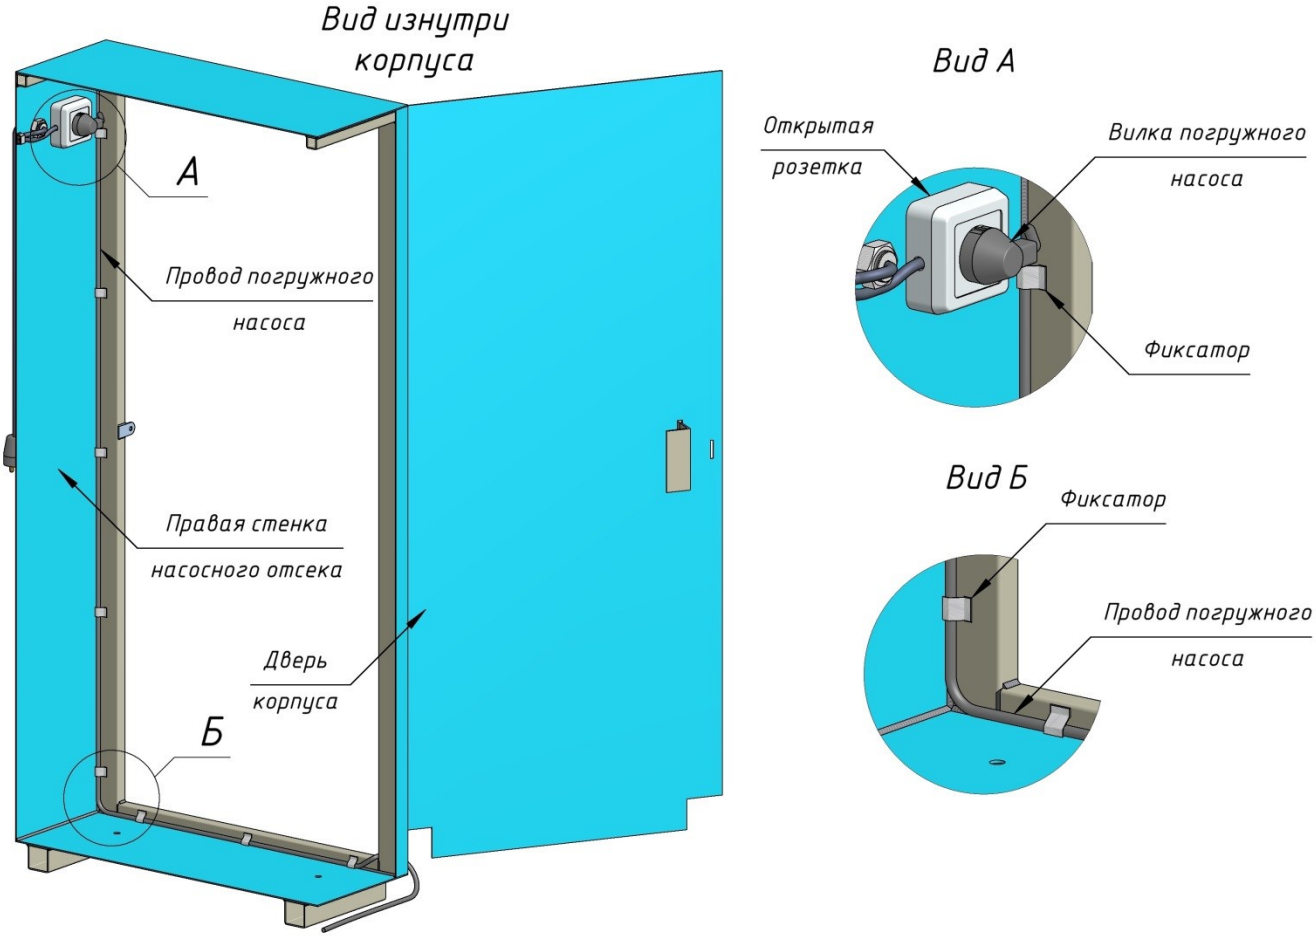

Рисунок 4
4.5. Протянуть провод электропитания погружного насоса до корпуса и вставить штепсельную вилку в открытую розетку, установленную на правой стенке насосного отсека. Далее необходимо проложить провод в желоб и закрепить его фиксаторами, что бы в процессе эксплуатации ПМК не защемить провод дверью корпуса (смотри рис. 4).